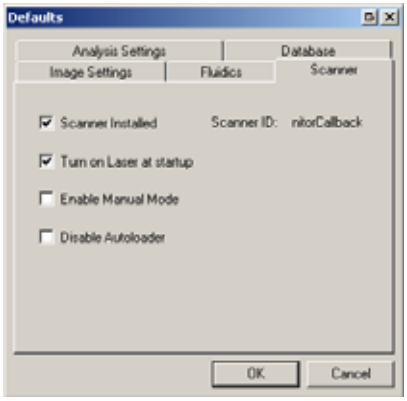

Figure L.21
a. Click **Tools →Defaults** **(Figure L.21)**.